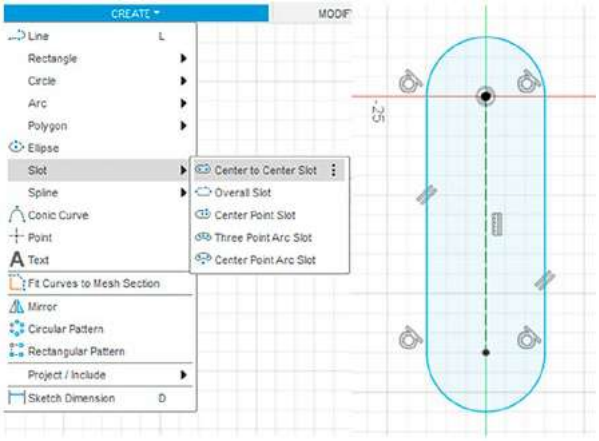

Рис. 3
2.2. Во вкладке CREATE выберите инструмент SLOT -> CENTER TO CENTER SLOT. Укажите центр координат как одну из центральных точек инструмента SLOT и нарисуйте профиль будущей закладки (рис. 3).